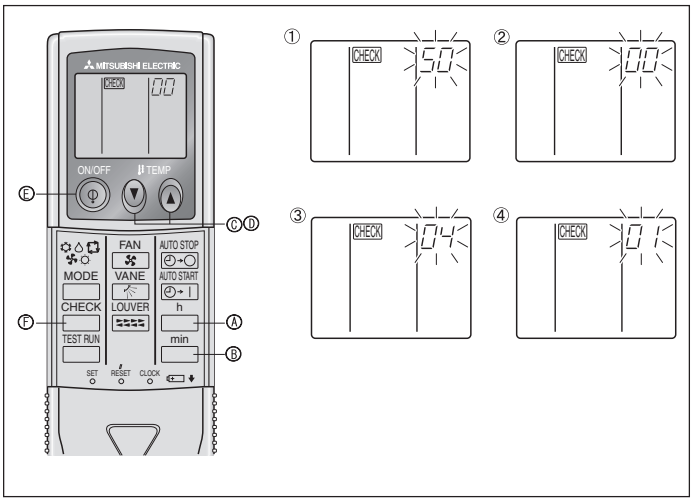

Fig. 6-10
⑧ Press the MODE button Ⓔ and mode and the setting number (1) and (2) will change to being on constantly and the contents of the setting can be confirmed.
⑨ Press the FILTER Ⓐ and TEST RUN Ⓑ buttons simultaneously for at least two seconds. The function selection screen will disappear momentarily and the air conditioner OFF display will appear.
2) For wireless remote controller (Fig. 6-10)